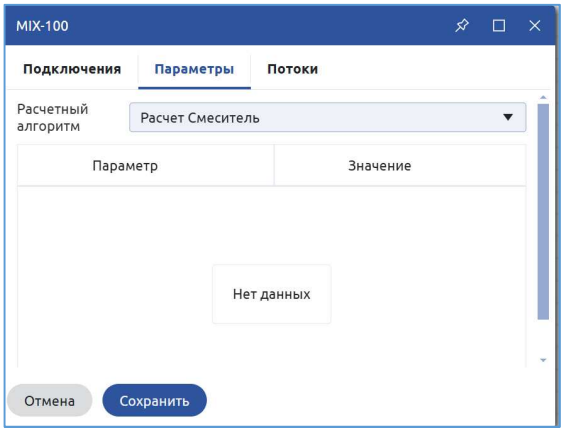

Рисунок 12. Смеситель. Параметры
b. На вкладке «Параметры» в поле «Расчетный алгоритм» из выпадающего списка выбираем «Расчет Смеситель» (Рисунок 12).